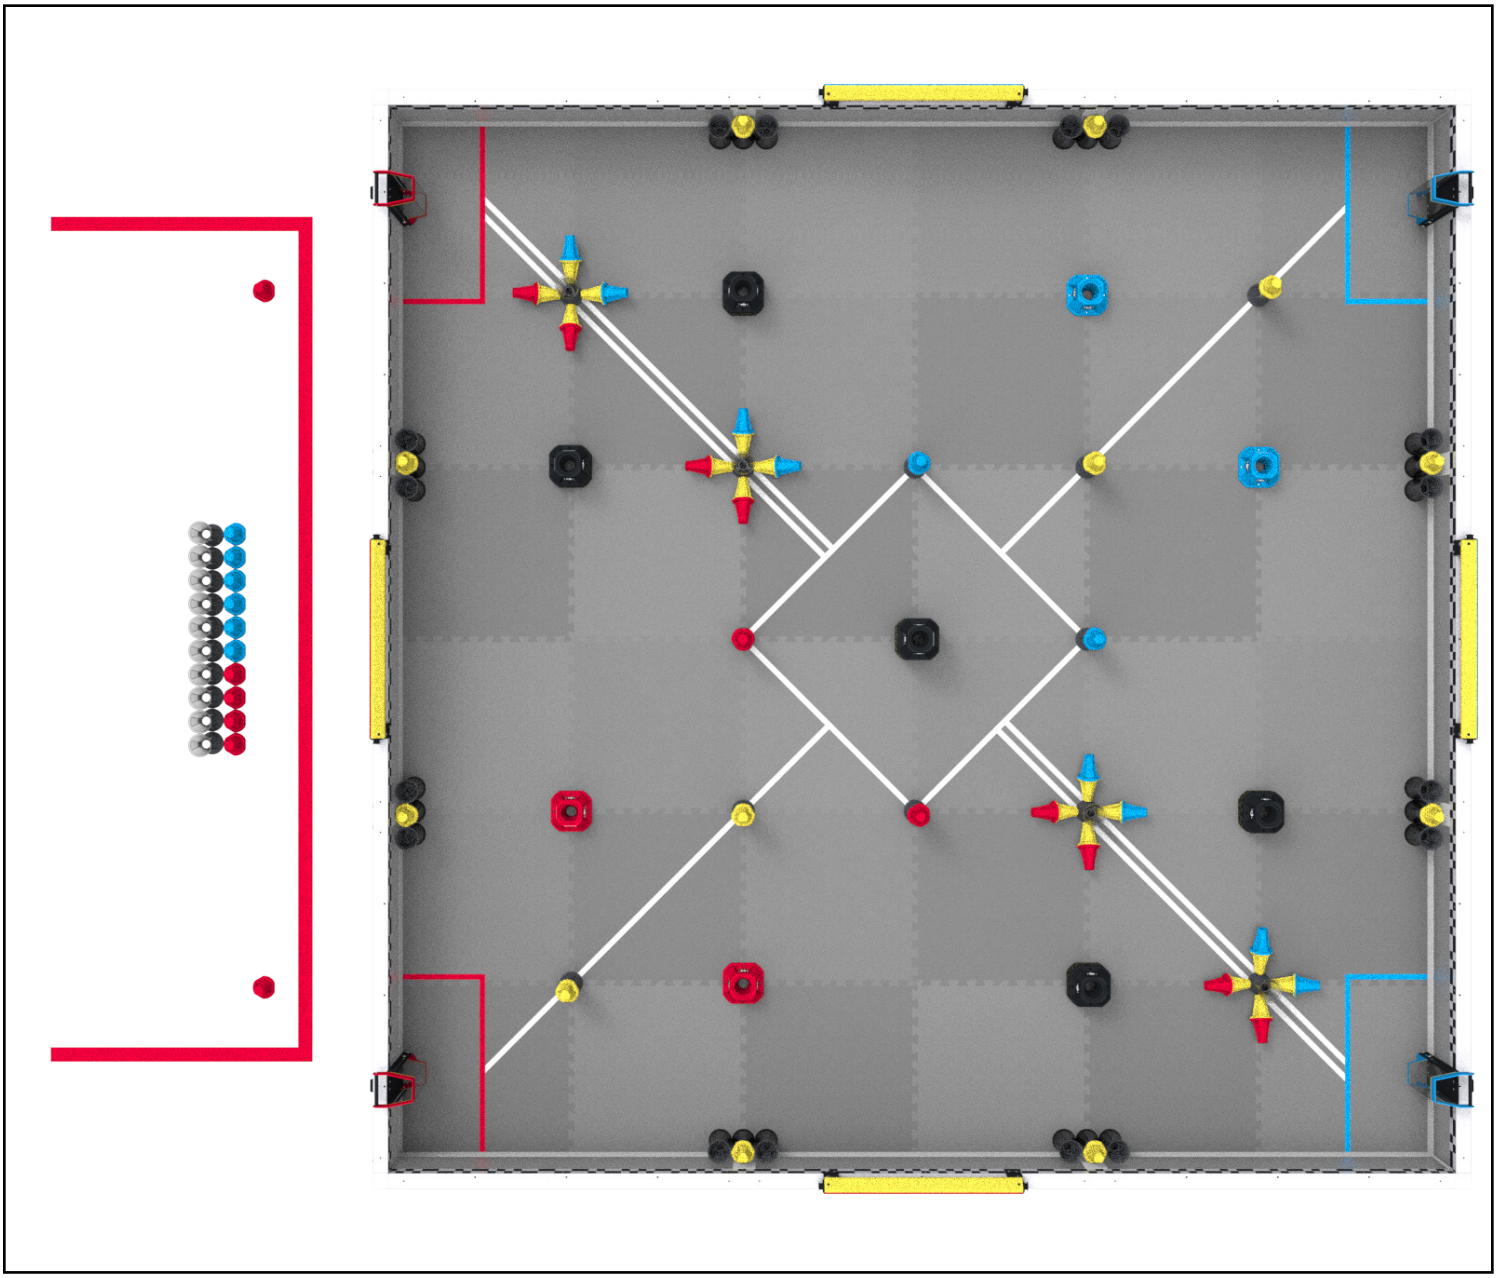

Figure VURS1: *The Field setup for a VEX U Robot Skills Match.*
a. Modified *Match Loads*. Four (4) red/yellow *Pins*, six (6) blue/yellow *Pins*, and ten (10) *Cups* begin off the *Field* as *Match Loads*. See figure VURS1.